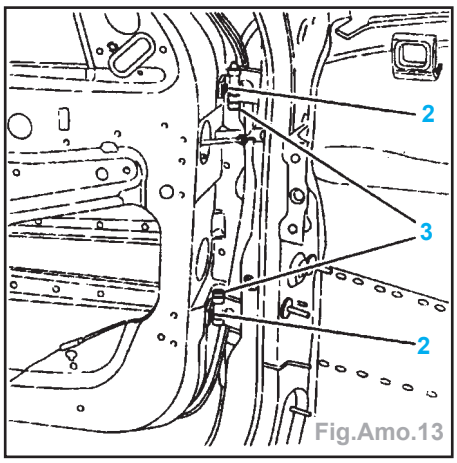

Fig.Amo.13
- Serrer sans bloquer, les vis (**2**) charnières sur la porte (Fig.Amo.13).